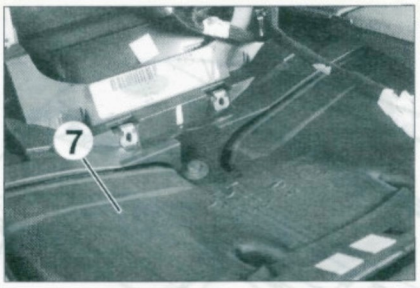

FIGURE 9-25
• Déposer la conduite d'air centrale (7) en commençant par l'arrière **(figure 9-25)**.